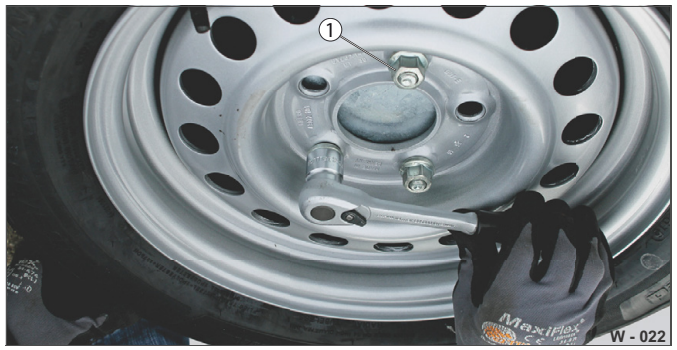

Abb. 26 Upevnění rezervního kola
▶ Pomocí momentového klíče (80 Nm) překontrolujte pevné usazení matic/šroubů (Abb. 26/1) držáku rezervního kola.